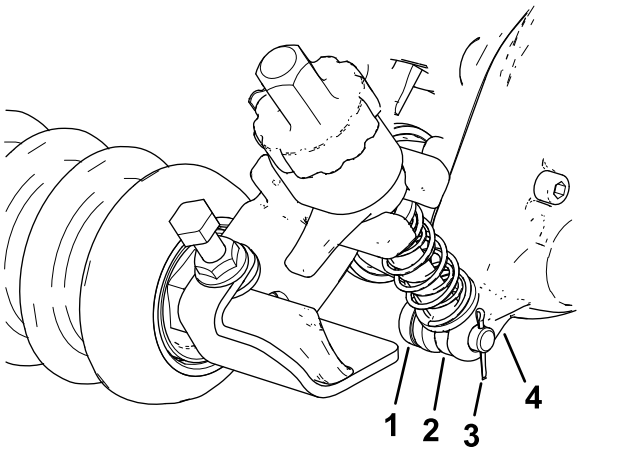

Figur 11
2. På venstre side: Skub justeringsarmens stang på klippehøjdebeslaget ind i åbningen på trimmerdrevboksen, og fastgør den med en justeringstap og split som vist i Figur 11.